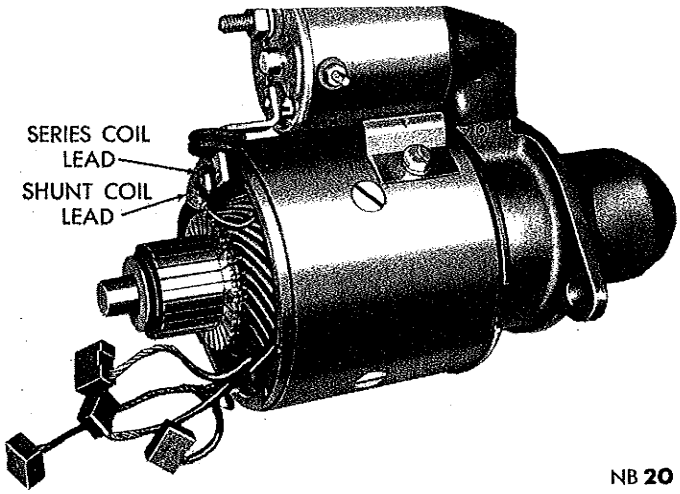

*Fig. 3—Field Coil Leads Disconnected from the Solenoid Connector*
(5) Disconnect field coil leads at solenoid connector (Fig. 3).
(1) Brushes that are worn more than ½ the length of new brush, or are oil-soaked, should be replaced. Brushes and springs can be replaced after removing commutator end head and brush plate.
(2) Disengage brushes from brush holders and remove brush plate.
(3) Disconnect series coil and shunt field coil terminal at solenoid connector (Fig. 3).
(4) Remove ground brush terminal screw and carefully remove ground brush set to prevent breaking shunt field lead.
(5) Remove shunt field lead from old brush set to ensure as much length as possible.